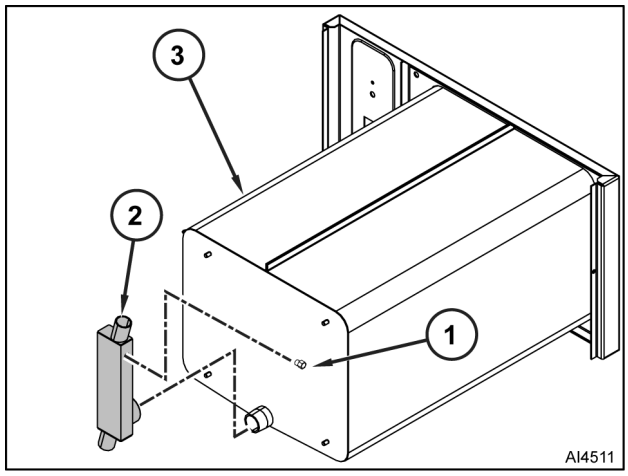

Fig. 50
A. Remove sensor probe fitting (1, Fig. 50) from vent weldment (2).
B. Remove vent weldment (2) cooking compartment (3).